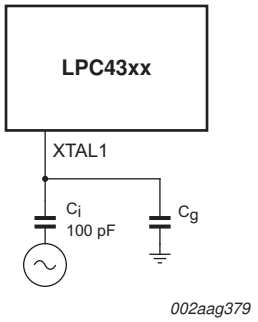

Fig 43. Slave mode operation of the on-chip oscillator
- In slave mode, couple the input clock signal with a capacitor of 100 pF (C_C in Figure 43), with an amplitude of at least 200 mV (RMS). The XTAL2 pin in this configuration can be left unconnected.
An external clock can be connected to RTCX1 if RTCX2 is left open. The recommended amplitude of the clock signal is $V_{i(RMS)}$ = 100 mV to 200 mV with a coupling capacitance of 5 pF to 10 pF. $V_{i(RMS)}$ must be lower than 450 mV. See Figure 43 for a similar slave-mode set-up that uses the crystal oscillator.